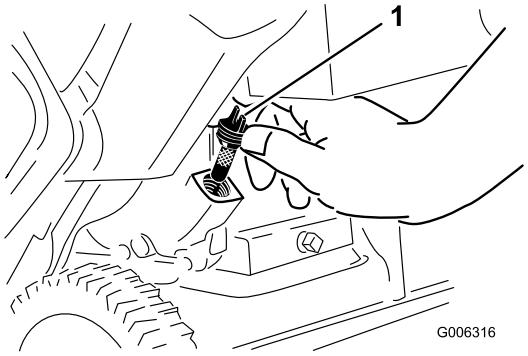

Figur 30
6. Rengør omkring oliepåfyldningsdækslet (Figur 30).
7. Skru oliepåfyldningsdækslet løs, og tag det af (Figur 30).